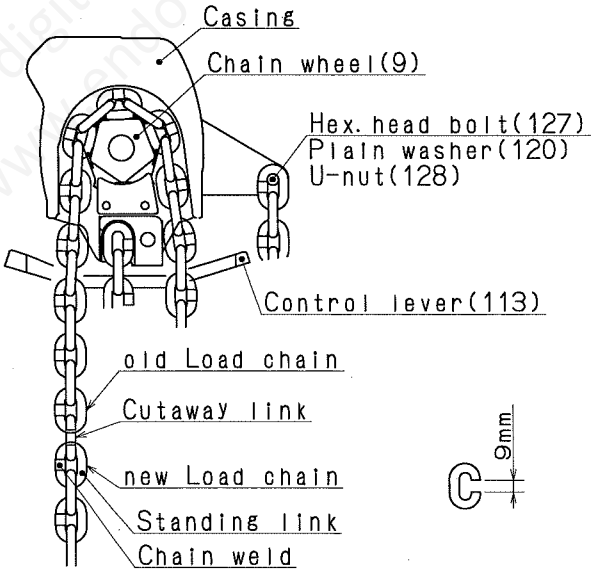

Fig.8
-2) Using an abrasive wheel, etc. , cut a portion of the second link from the end (i.e. the first flat link) as shown in Fig. 8.